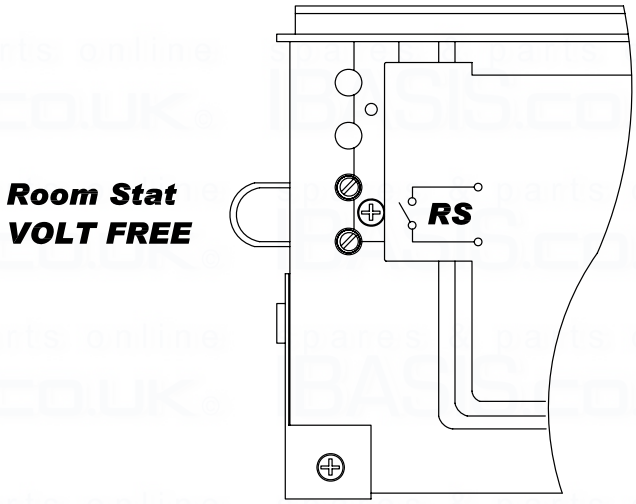

Fig. 59
7.27.6 Replace in reverse order (ensure all electrical connections are made correctly) (Fig. 59).
7.28 EXTERNAL HEATING CONTROLS (Fig.59).